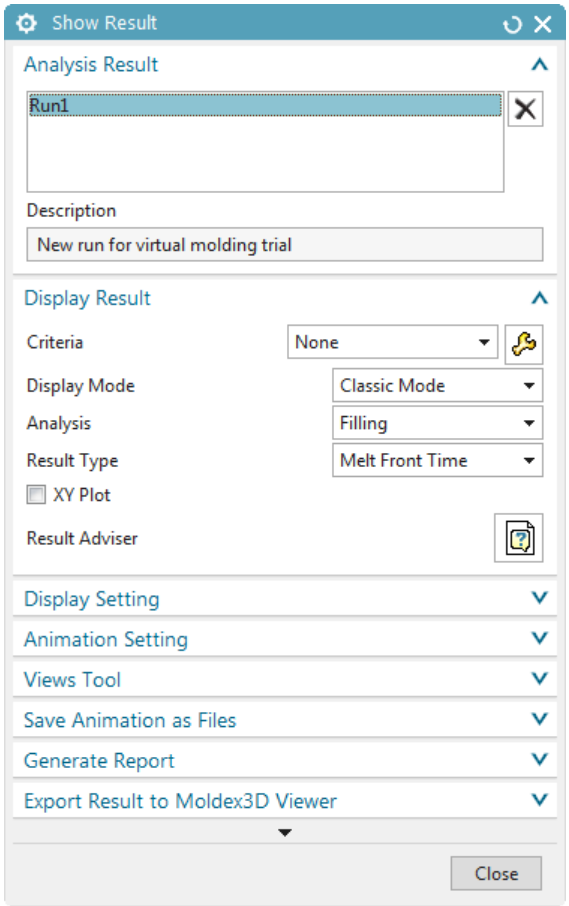

Figure 2-24 *The modified* ***Show Result*** *dialog box*
7. In this dialog box, select the result from the **Analysis Result** rollout. As you select the result from this rollout; the dialog box gets modified, refer to Figure 2-24.